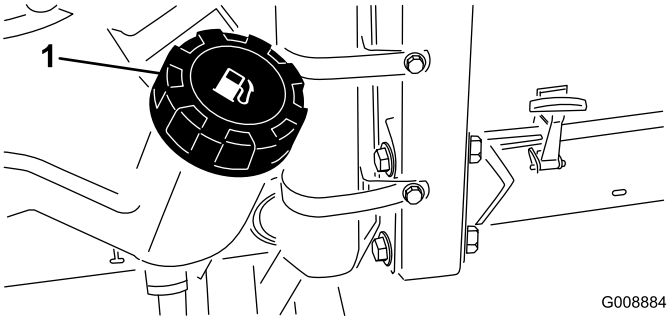

Figuur 37
1. Reinig de omgeving van de dop van de brandstoftank (Figuur 37).